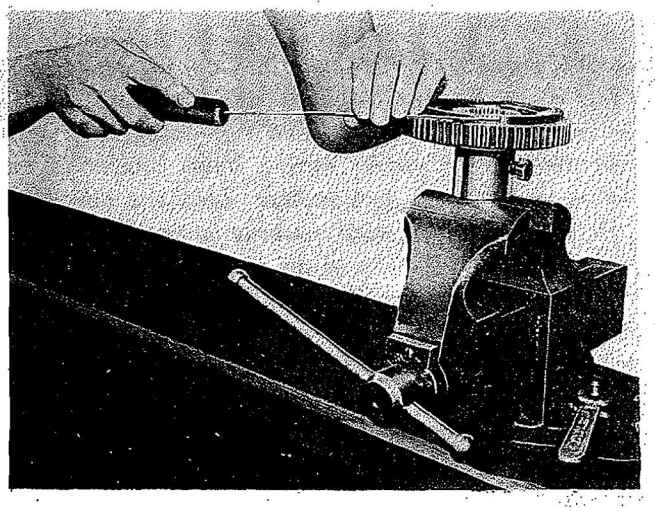

Figure 191—Installing Spring Steel Wire (High Ratio Clutch)
g. Lubricate the high-speed clutch disks, plates, and retainer with corrosion preventive mixture, and install one bronze disk over the splines of the adapter with the tapered hub facing away from the piston. Next install one steel plate, with the recessed side facing away from the piston and with the flats in the splines aligned with the slots in the gear. Install in succession another disk, another plate, and the last disk in the same manner. Finally, install the retainer, with the tapered recess facing away from the piston and with the flats in the splines aligned with the slots in the gear. Insert the end of a length of spring steel wire in the annulus formed by the grooves in the high-speed clutch gear and retainer. Use the special spring steel lockwire having a diameter of .090 to .092 in. Start the wire into the annulus at the widest slot in the gear, and push it through the annulus until it emerges in the same slot. Refer to Figure 191. Bend the ends of the wire outward from the notch to a 30 deg to 40 deg angle in order to prevent the wire from sliding in the housing. Do not bend the wire sharply